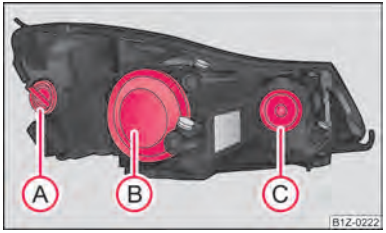

Fig. 180 Front headlight: Fitting position of the bulbs
Positions of the light bulbs in the front headlight ⇒ fig. 180.
- Remove the protective cap Ⓑ ⇒ fig. 180.
- Remove the protective cap Ⓒ ⇒ fig. 180.